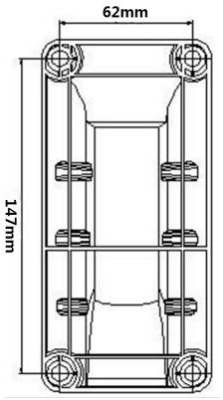

Abb.2
3. Nehmen Sie die Montagehalterung als Schablone, um die Position für die Schrauben zu markieren und bohren Sie vier Löcher in die Wand (Abb.2)
4. Befestigen Sie die Halterung entsprechend mit den 4 Blechschrauben (Abb.2)